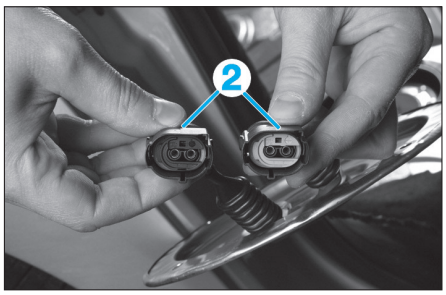

Fig. 48
• Ôter le couvercle, puis débrancher les connecteurs (2) **(Fig.48)**.